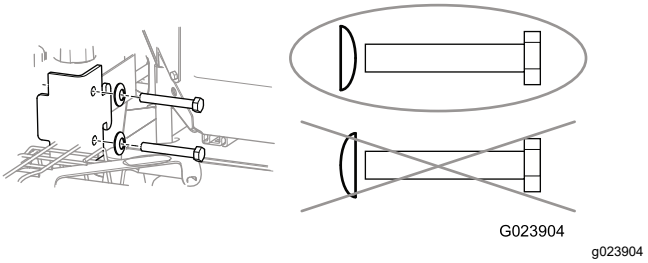

**Figuur 7**
***Belangrijk:*** **Plaats de veerringen zo dat de ronde zijde naar de kop van de bout gericht is; zie Figuur 7.**